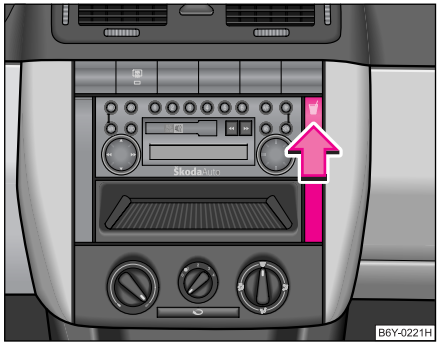

Fig. 67 Tabloul de bord: Suportul de doze băuturi
– Apăsați pe simbolul în sensul săgeții ⇒ fig. 67, suportul iese în afară şi se deschide.